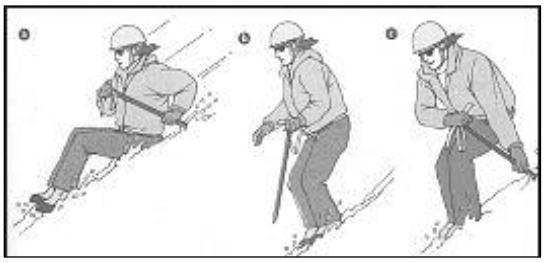

Figure 21-22
**Glissading.** (Fig 21-22) Whenever possible, gentle, moderate and even some steep slopes should be descended by the glissade. Ideal snow for glissading is solid enough to provide support, but softened on the surface. If the surface is rough, there will be too much friction and you will not be able to slide effectively even on steep slopes.
(1) Standing Glissade. The technique is similar to skiing.